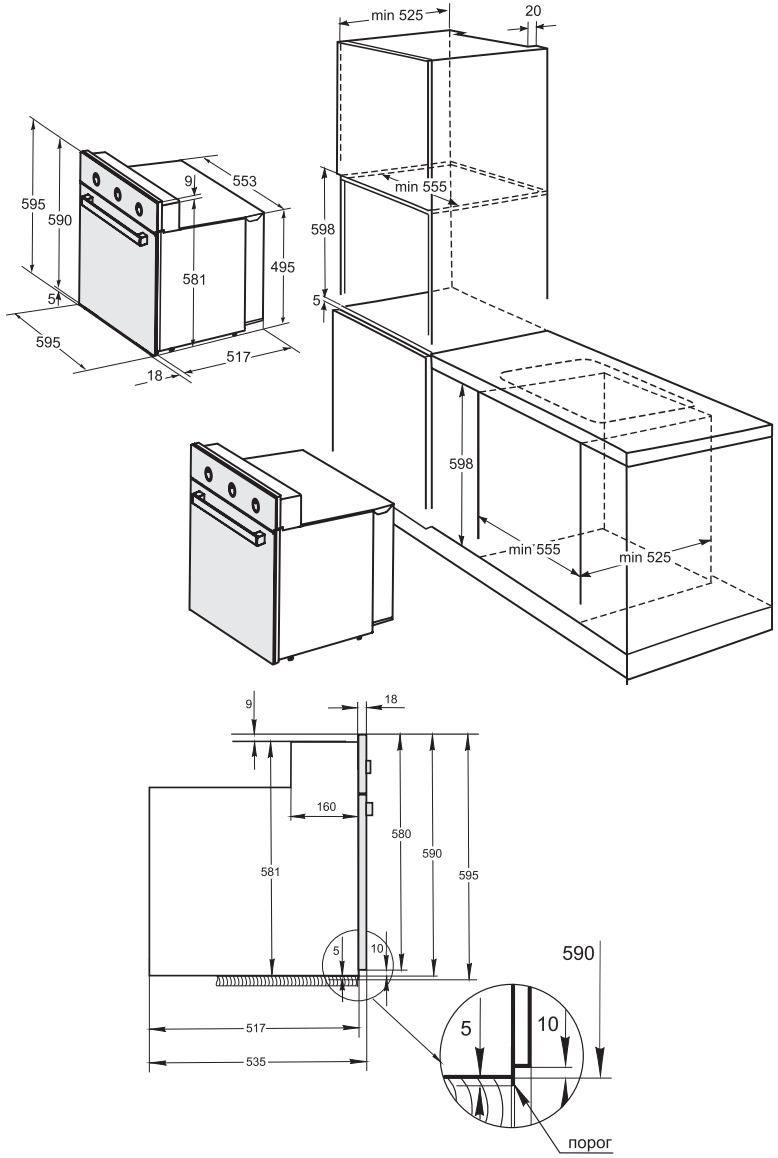
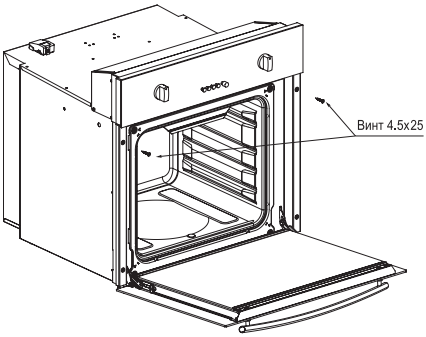
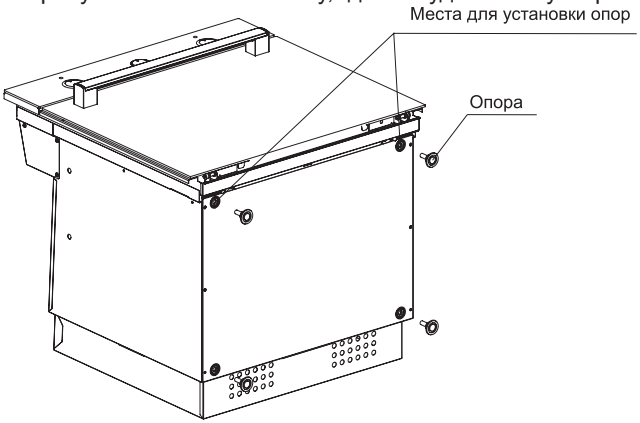

рис. 1
рис. 2
рис. 3
■ Электрошкаф устанавливается в нишу в кухонной мебели (смотри рис. 1). Для устранения возможности случайного перемещения, электрошкаф крепится к мебели двумя винтами с потайной головкой (см. рис. 2). Выравнивание положения электрошкафа можно произвести с помощью регулируемых опор (см. рис. 3)
■ Размеры между различными частями электрошкафа и окружающими его частями предметов обстановки показаны на рис. 1.